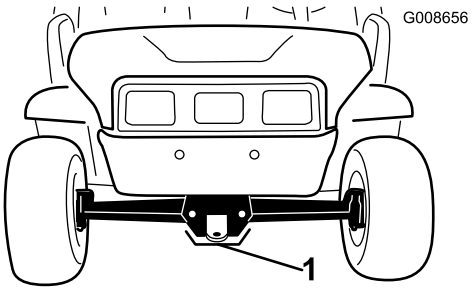

Figura 25
- Il punto di sollevamento nella parte anteriore della macchina si trova davanti al telaio dietro al timone di traino (Figura 25).